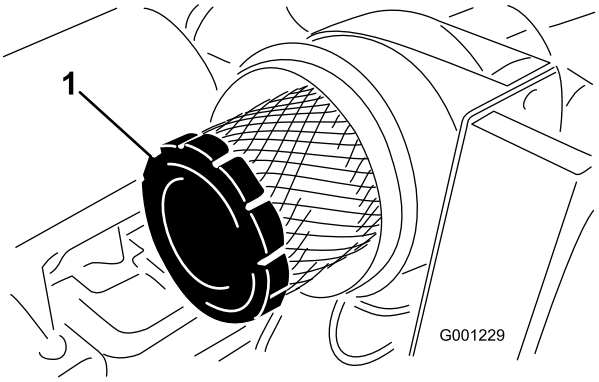

Figur 48
4. Afmonter og udskift primærfilteret (Figur 48).